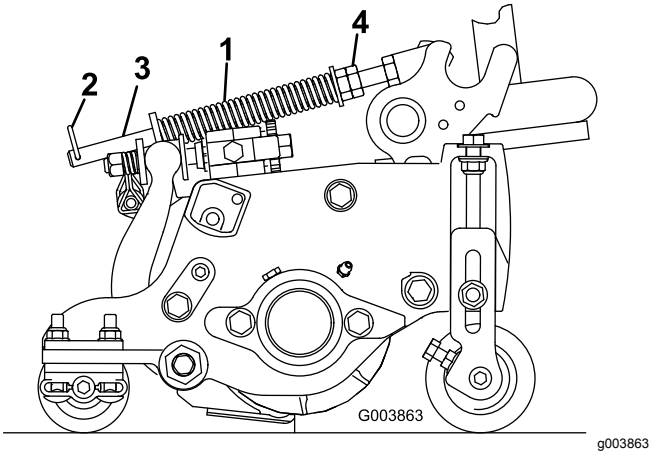

Figur 15
Plænekompensationsfjederen (Figur 15) overfører vægt fra forrullen til bagrullen. Dette medvirker til at reducere dannelsen af et bølgemønster i plænen, også kaldet ondulation.
1. Sørg for, at låseclipsen er monteret i det bageste hul i fjederstangen (Figur 15).
2. Stram sekskantmøtrikkerne på forenden af fjederstangen, indtil fjederens sammentrykkede længde er 12,7 cm på Reelmaster 5410 (klippeenheder på 12,7) eller 15,9 cm på Reelmaster 5510 (klippeenheder på 17,8 cm). Se (Figur 15).